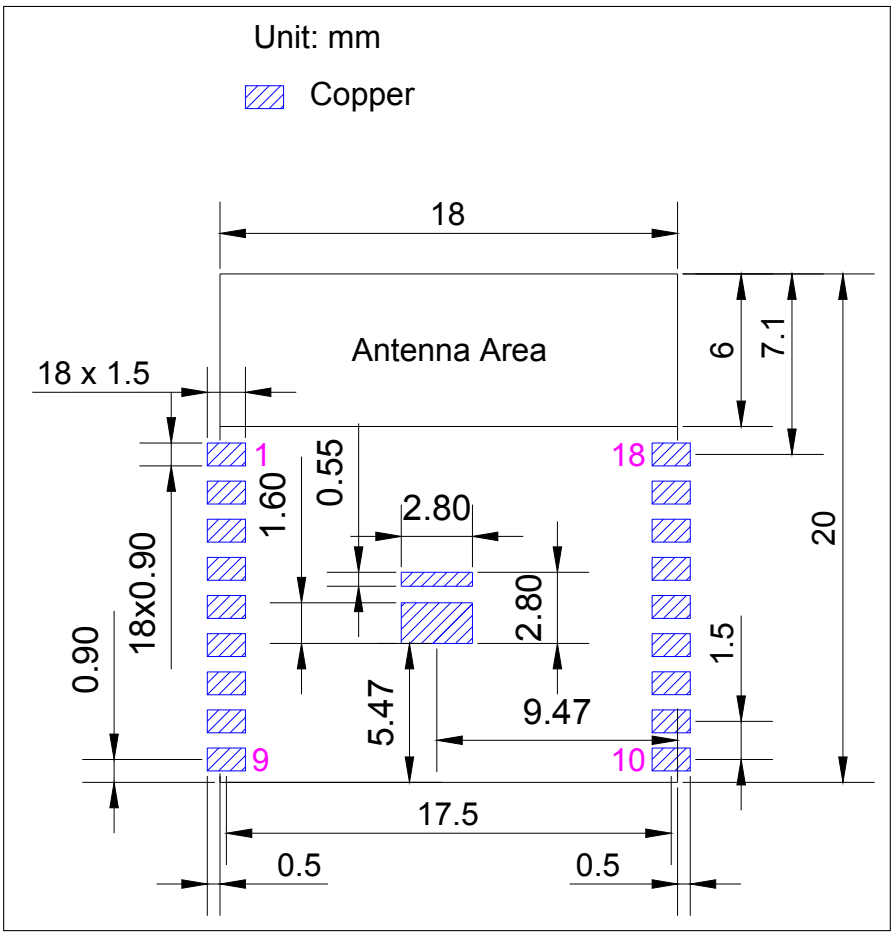
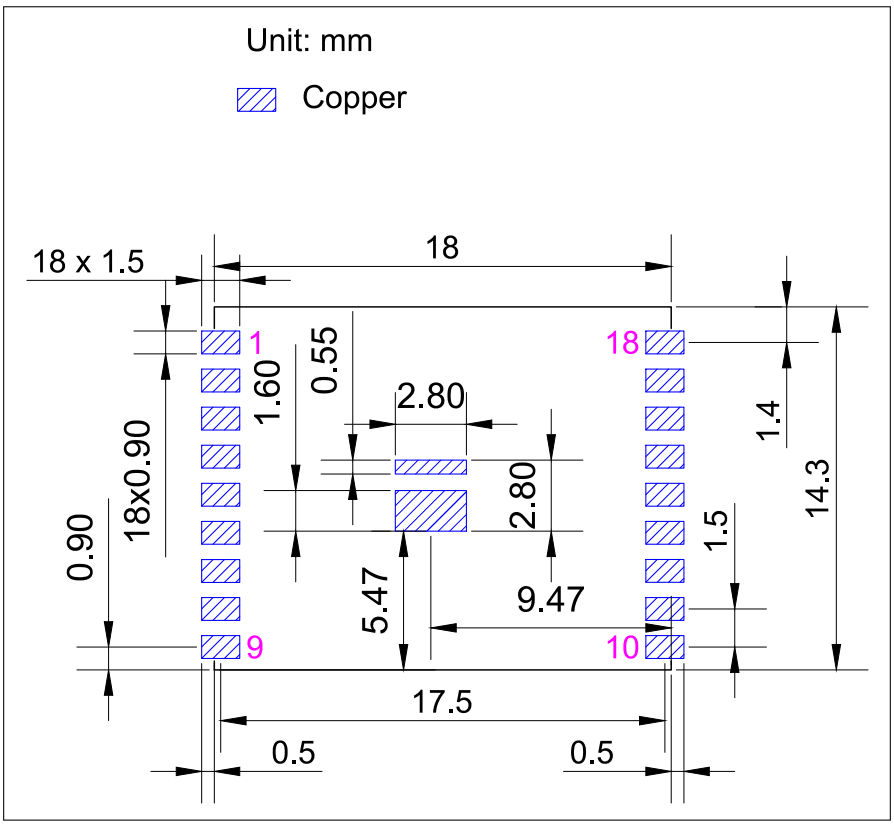

图 11: ESP8684-WROOM-02C 推荐 PCB 封装图形
图 12: ESP8684-WROOM-02UC 推荐 PCB 封装图形
- 推荐 PCB 封装图，标有 PCB 设计所需的全部尺寸。详见图 11 *ESP8684-WROOM-02C 推荐 PCB 封装图形* 和图 12 *ESP8684-WROOM-02UC 推荐 PCB 封装图形*。
- 推荐 PCB 封装图的源文件，用于测量图 11 和 12 中未标注的尺寸。您可用 Autodesk Viewer 查看 ESP8684-WROOM-02C 和 ESP8684-WROOM-02UC 的封装图源文件。